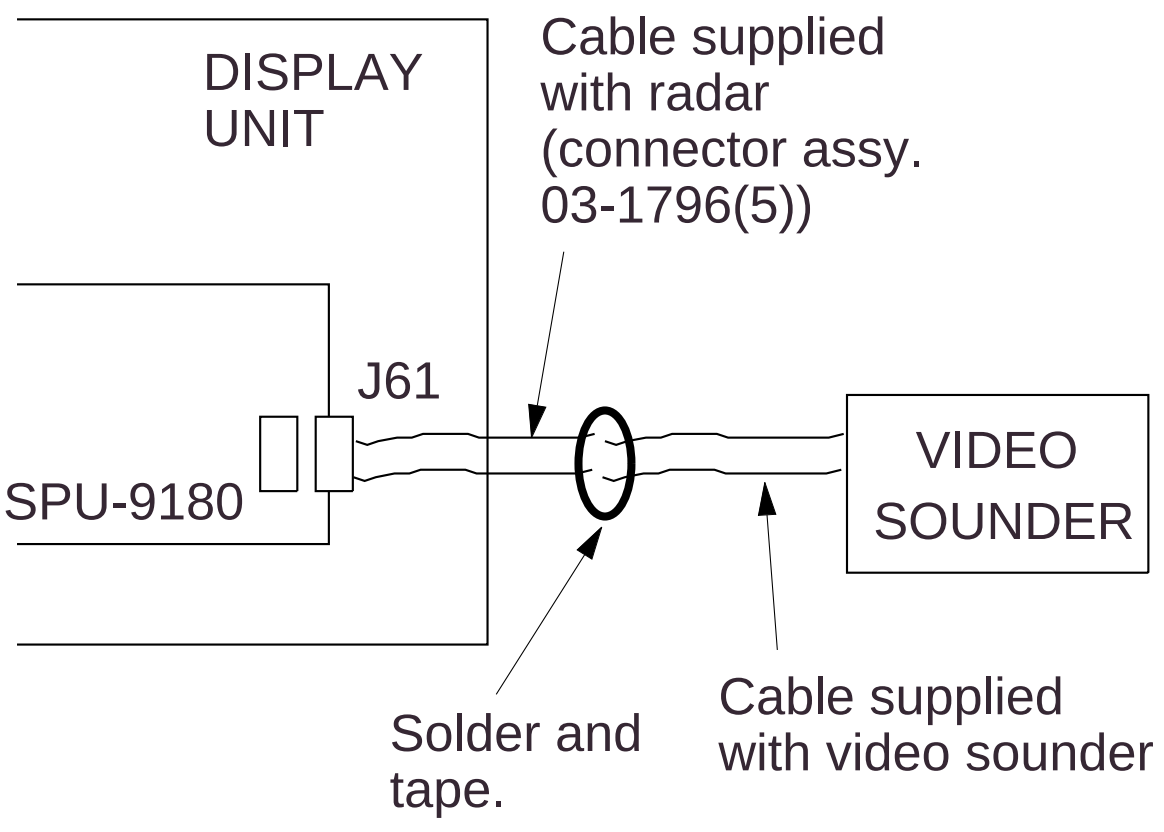

Figure 4-3 How to connect external equipment to the OPTION connector
2) Connect equipment to J61 on the SPU Board as shown in Figure 4-3.